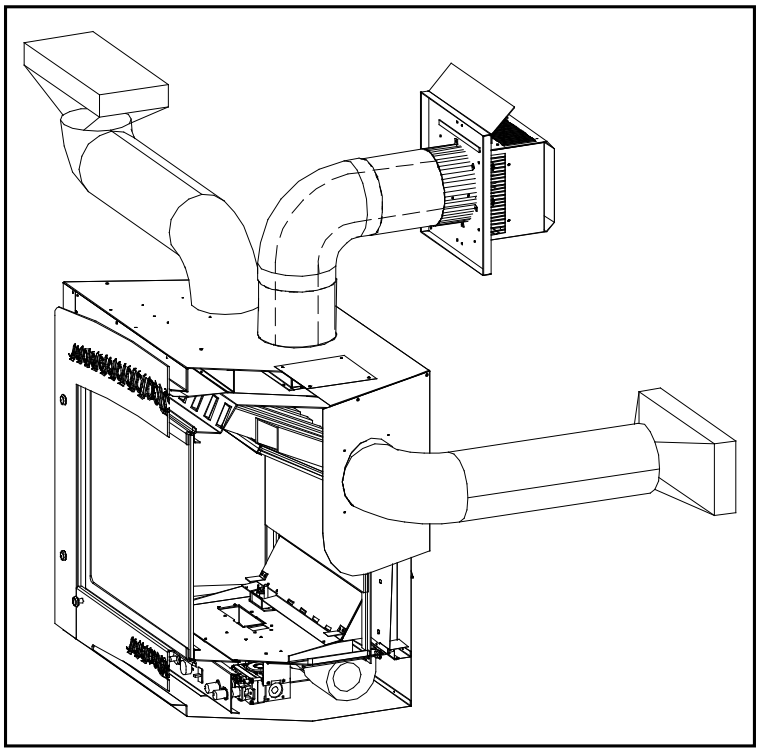

**Figure 27. Heat Dumping Options.**
The option of ducting allows heat from the fireplace to be transferred to a different area. The maximum total length for the ducting is 20 feet (6.1 m). There are four (4) duct outlets that can be used (see Figure 27), however, the blower puts out 200 cfm no matter how many ducts are used. Therefore, the more ducts there are, the less air goes through each one. A short, straight duct maximizes its heating ability as air in the ducts is restricted by the length and number of bends in the pipe.